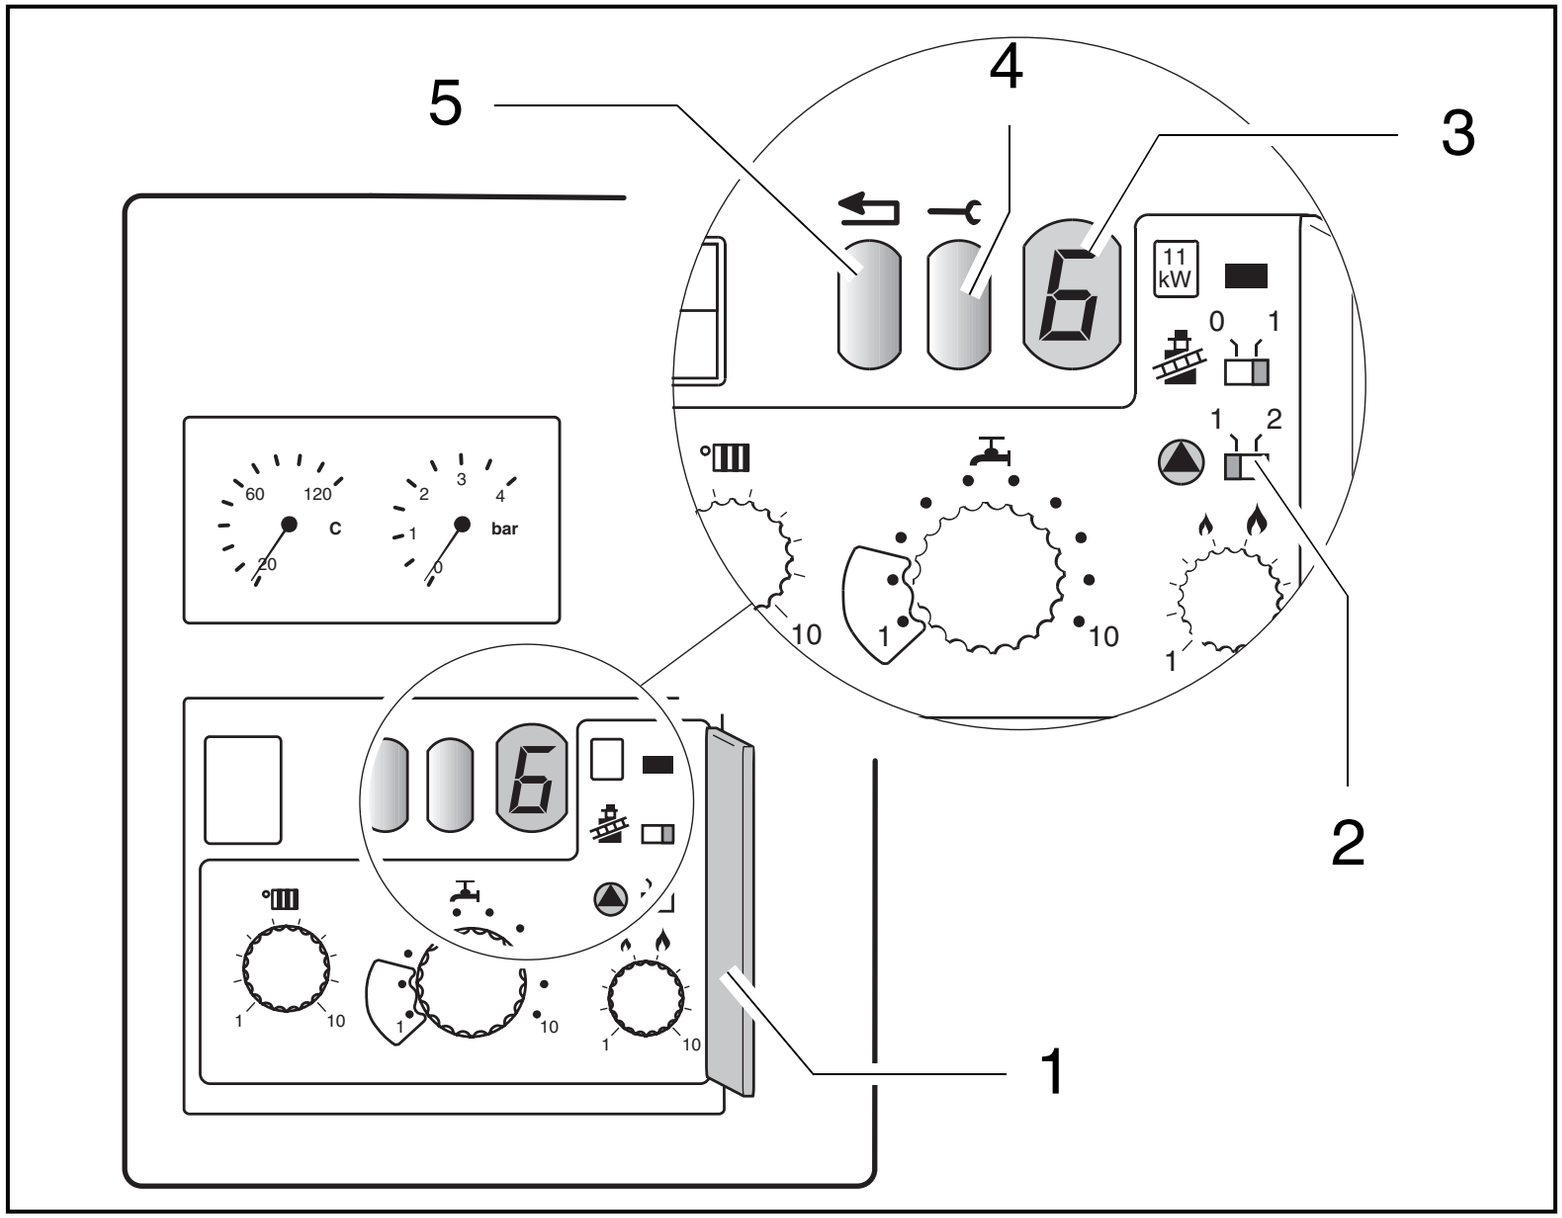

Abb. 2 Bedienebene, Betriebs- und Störungsmeldungen
- Abdeckung der 2. Bedienebene öffnen (Abb. 2, Pos. 1).
- Schalter ⏏ in Stellung "**2**" (Pumpennachlaufzeit 24 St.) stellen (Abb. 2, Pos. 2).
Der Betriebszustand oder eine eventuelle Störung werden auf dem Display (Abb. 2, Pos. 3) angezeigt. Die Meldung besteht aus zwei Zeichen. Nach Drücken der Servicetaste (Abb. 2, Pos. 4) wird das zweite Zeichen angezeigt.